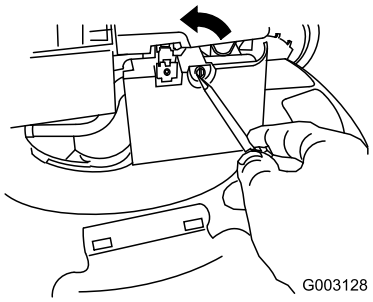

Figur 32
2. Brug en skruetrækker til at åbne luftfilterdækslet (Figur 32).